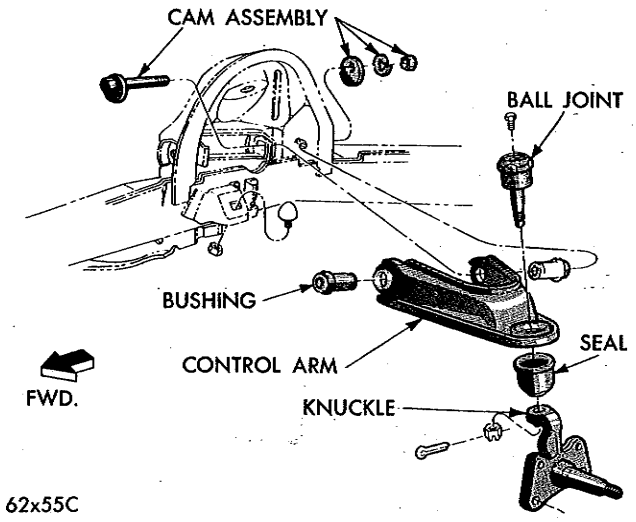

*Fig. 16—Upper Control Arm (Belvedere-Satellite)*
(4) Spread tool enough to place upper stud under a load, then strike steering knuckle sharply with a hammer to loosen stud. **Do not attempt to force stud out of steering knuckle with tool alone.**
(5) On Fury models, remove upper ball joint nut and remove stud from steering knuckle using Tool C-3964.
(6) Remove nuts, lockwashers, cams and cam bolts attaching upper control arm and bushings (Figs. 16, 17, 18) to support brackets. Lift control arm up and
(1) Slide control arm into position and install cam bolts, cams, washers and nuts (Figs. 16, 17 and 18). Tighten nuts in preparation for final adjustments.
(2) Slide upper ball joint stud into position in steering knuckle and install nut. Tighten nut 100 foot-pounds, (Valiant 55 foot-pounds). Install cotter pin and lubricate ball joint. Tighten lower stud nut 100 foot-pounds (Fury 115 foot-pounds).
(3) Install wheel and tire. Adjust wheel bearing (Group 22).
(4) Measure and adjust vehicle height and wheel alignment. Tighten cam bolt nuts 65 foot-pounds.